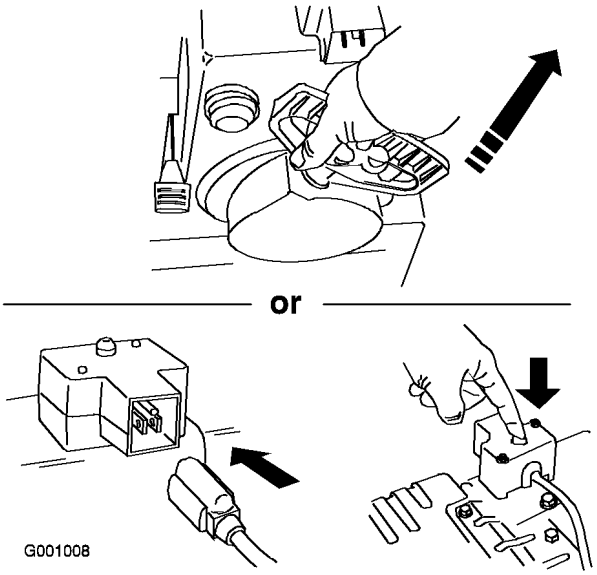

Figura 25
7. Avviate lo spazzaneve usando la maniglia di avviamento a strappo o l'avviamento elettrico (Figura 25).